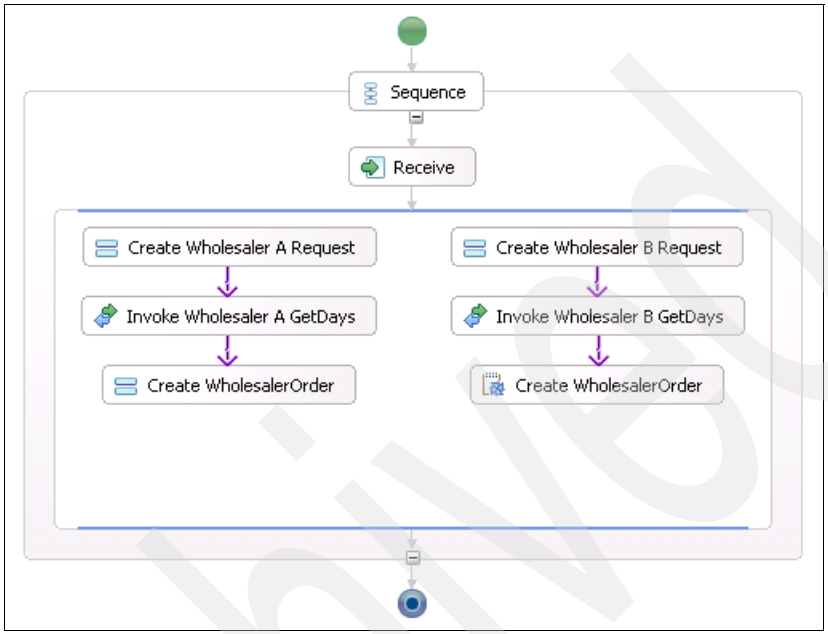

Figure 12-13 The first stage of the business process
1. In the Business Process Editor, create the following items, which are shown in Figure 12-13, in the order presented: